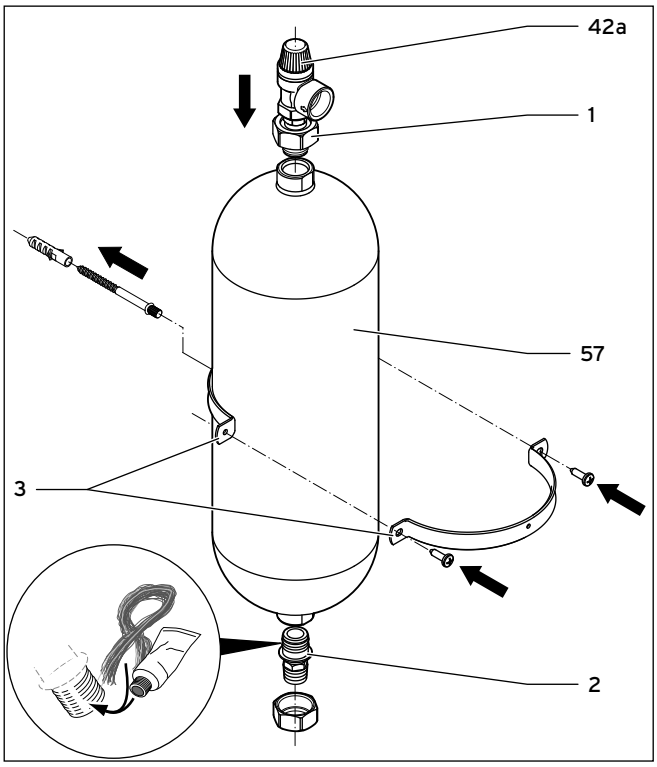

Abb. 5.6 Sole-Ausgleichsbehälter montieren
- Montieren Sie das obere Anschlussstück mit Sicherheitsventil an den Sole-Ausgleichsbehälter (→ **Abb. 5.6, Pos. 57**).